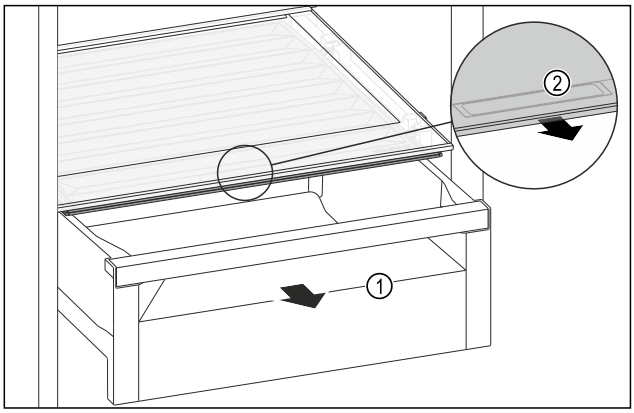

Fig. 137
▶ Zásuvku *Fig. 137 (1)* vytáhněte.
▶ Uchopte prohlubeň pro rukojeť *Fig. 137 (2)* na víku zásuvky a současně zatáhněte za víko zásuvky směrem dopředu.